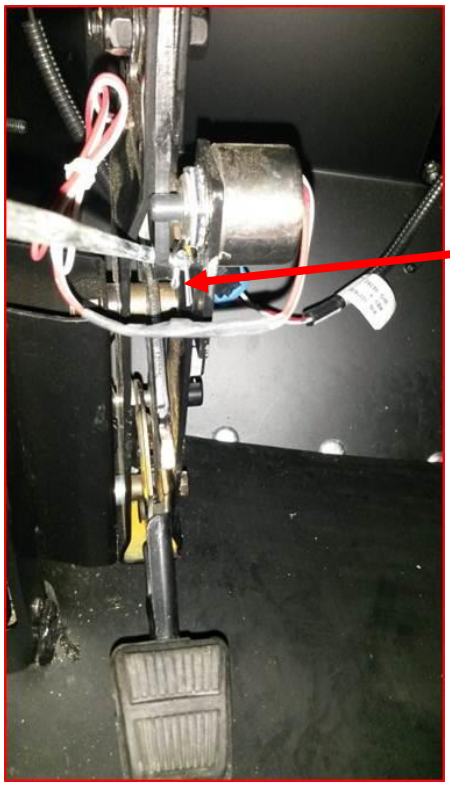

Fig. 5
6. Remove cotter pin, then the flat washer from release handle mechanism. (See Fig. 5)